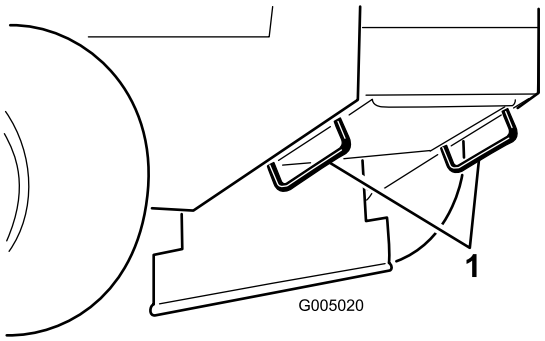

Figura 12
5. Utilice los bucles metálicos de amarre de la máquina para sujetar la máquina firmemente al remolque o al camión con correas, cadenas, cables o cuerdas (Figura 12).